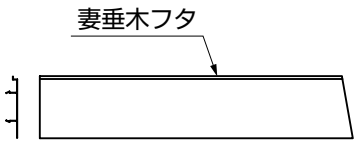
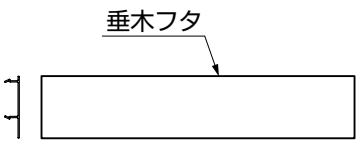

図17-4　端部用
図17-5　中間用
- 垂木フタは端部用と中間用があります。端部には妻垂木フタを取付けてください。（図17-4、図17-5参照）